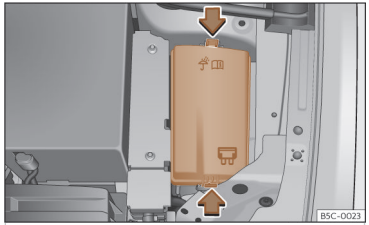

Fig. 206 En el vano motor: tapa de la caja de fusibles.
- Presione las pestañas de bloqueo para desbloquear la tapa de la caja de fusibles ››› fig. 206.